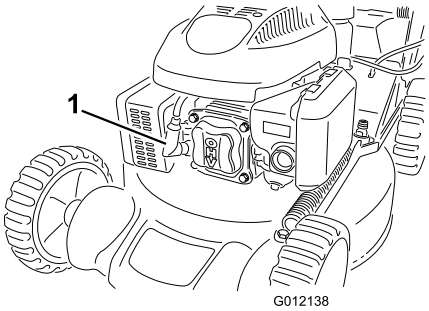

Rysunek 20
2. Przed wykonaniem którejkolwiek z procedur konserwacyjnych odłącz kabel świecy zapłonowej od świecy (Rysunek 20).
2. Odłącz kabel od świecy zapłonowej (Rysunek 20).